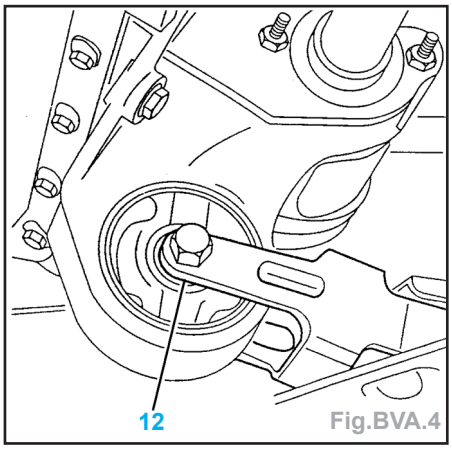

Fig.BVA.4
- Déposer la biellette anti-couple (12) (Fig.BVA.4).